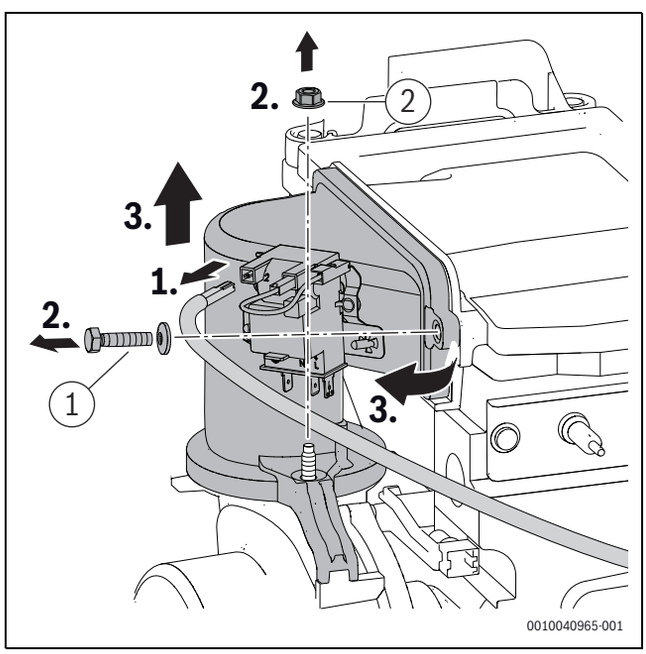

Bild 59 Mischeinrichtung ausbauen
▶ Schraube und Mutter ([1] und [2], Bild 59) an der Mischeinrichtung mit 5,5+0,5 Nm festziehen.